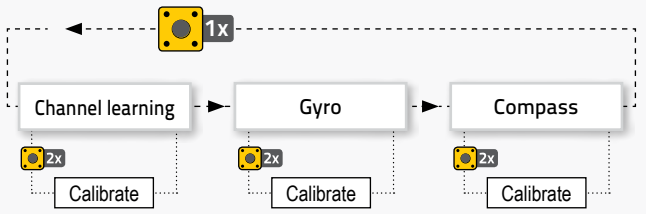

Fig. 8
3. Switch to a calibration procedure (channel learning, gyro, or compass). See **[Fig. 8]**.
Diagram **[Fig. 8]** illustrates the functions of the PCB button: